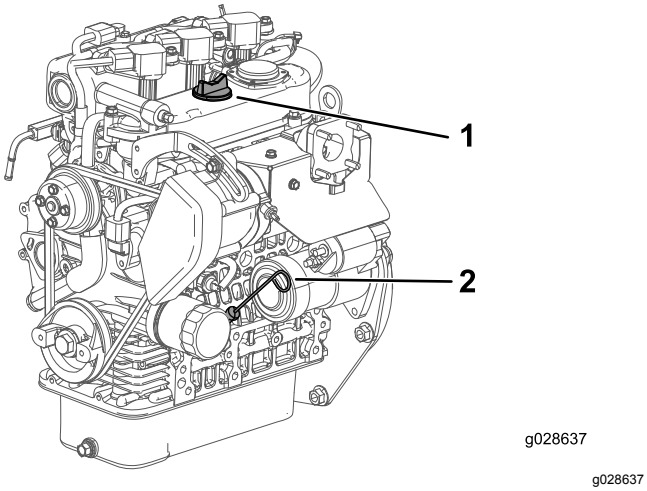

Figura 35
4. Togliete l'asta di livello ed asciugatela con un panno pulito (Figura 35).
5. Inserite l'asta di livello nel tubo e verificate che sia inserita a fondo (Figura 35).
6. Rimuovete l'asta e controllate il livello dell'olio (Figura 35).
7. Se il livello dell'olio è basso, togliete il tappo di rifornimento (Figura 35) e versate dell'olio fino a portarne il livello alla tacca Full sull'asta.
8. Rimontate saldamente l'asta di livello (Figura 35).